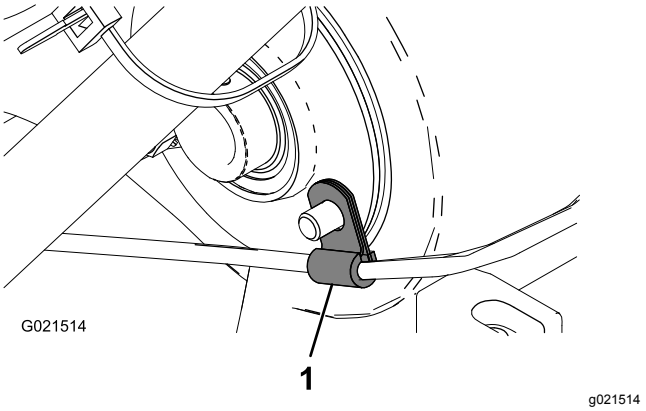

Figur 5
4. Brug den eksisterende gaskabelklemme til at fastgøre det nye gaskabel på bageste del af differentialehuset (Figur 5).